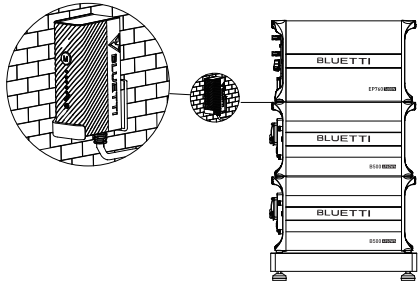
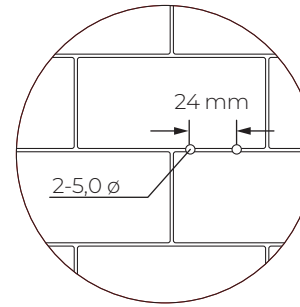

Figura 6.6.1
Figura 6.6.2
Paso 1: Taladre 2 orificios guía en la pared. Consulte la posición del taladro y el tamaño del orificio que se muestran en la Figura 6-6-1 y la Figura 6-6-2. La profundidad del agujero es de 24 mm.